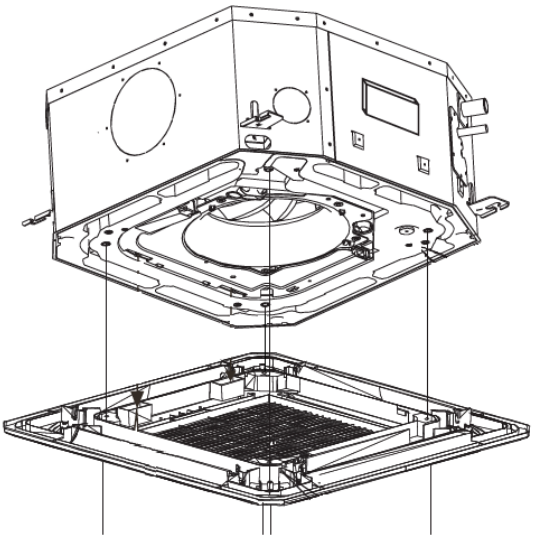

Fig. 8 — Mounting Panel
4. Secure the panel (without the grille) onto the unit, using M5 x 16 screws and washers. Before tightening the screws, be sure the panel is flush with the false ceiling. See Fig. 8.